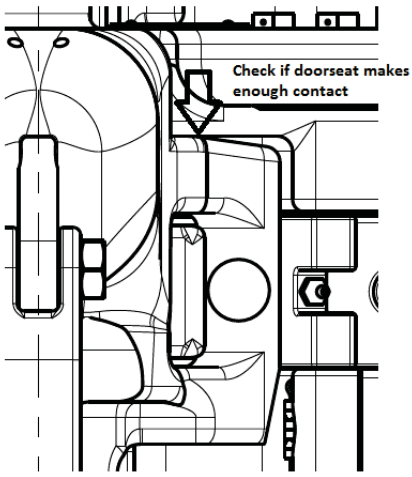

Figure 1
3.3	Check that the 'Door seat' makes contact with the 'Body seat' (Min 30% use .006" feeler gage, see fig 1)